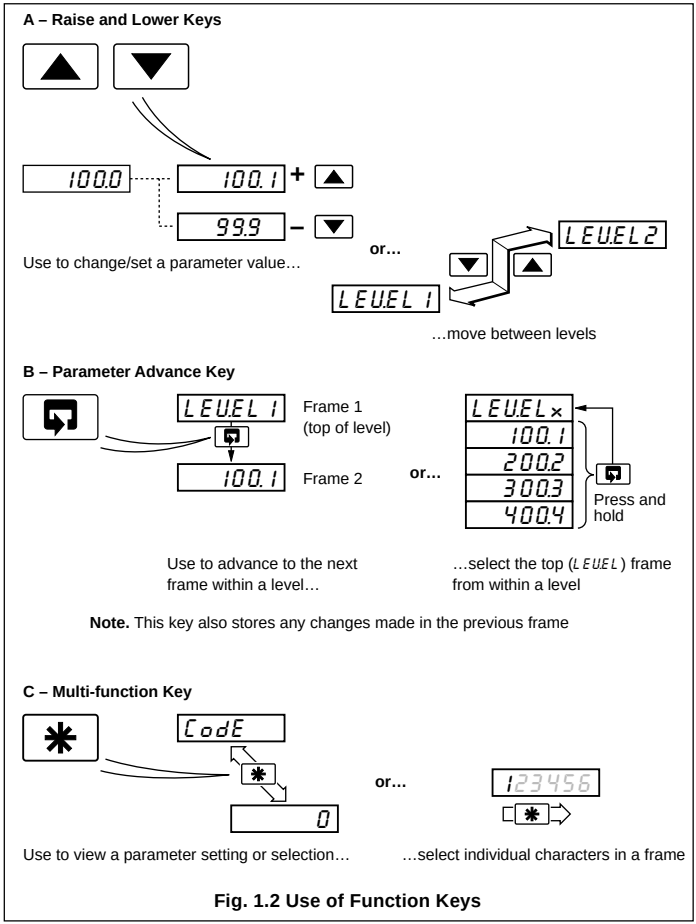

Fig. 1.2 Use of Function Keys
1.2 Use of Function Keys – Fig. 1.2